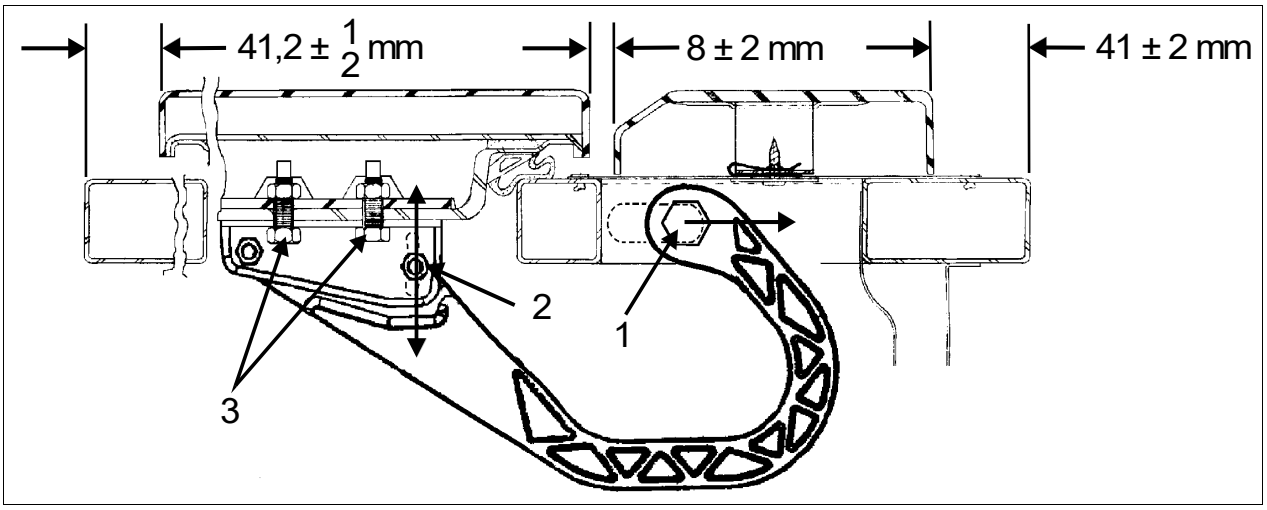

FIGURE 76: EVAPORATOR DOOR 18198
2. Loosen nut (1, Figure 76).
4. Tighten nut (1, Figure 76).
5. Loosen nut (2, Figure 76). Hinge allows the door to be shifted "IN or OUT".
7. Loosen screws (3, Figure 76). Screws allow the door to be shifted "UP or DOWN".